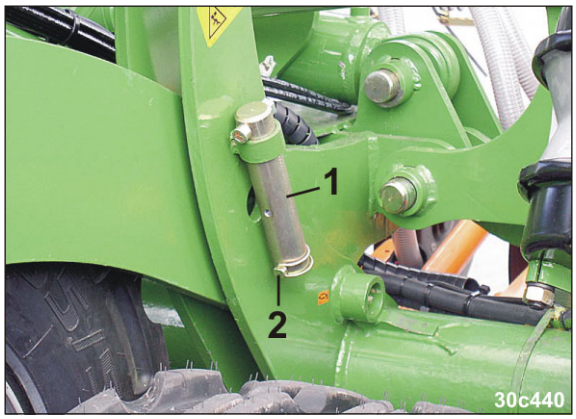

Fig. 212
4. Tag bolten (Fig. 212/1) ud af transportholderen.
Bolten er sikret med en rørringstift (Fig. 212/2).